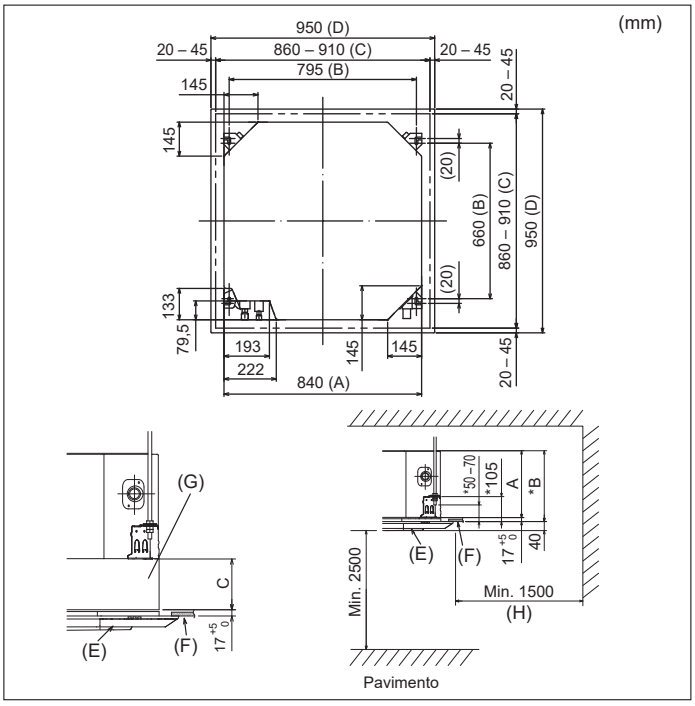

Fig. 3-2
3.2. Posizione delle aperture a soffitto e dei bulloni di sospensione (Fig. 3-2)
* Le dimensioni dell'apertura sul soffitto possono variare entro l'intervallo indicato nella Fig. 3-2; pertanto, centrare l'unità principale nell'apertura, accertandosi di lasciare lo stesso spazio tra le due coppie di lati opposti.